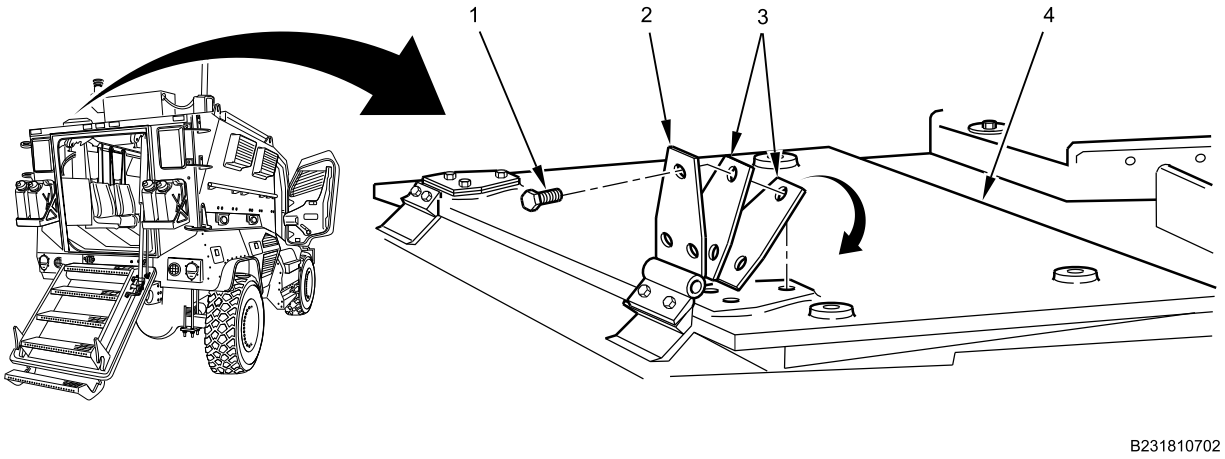

Figure 1. Emergency Hatch Removal from Vehicle.
1. With assistant, use lifting device and lifting sling to secure emergency hatch (Figure 1, Item 4).
2. Remove six bolts (Figure 1, Item 1) and spacers (Figure 1, Item 3) securing hinges (Figure 1, Item 2) to emergency hatch (Figure 1, Item 4).
3. With assistant, lift and remove emergency hatch (Figure 1, Item 4).